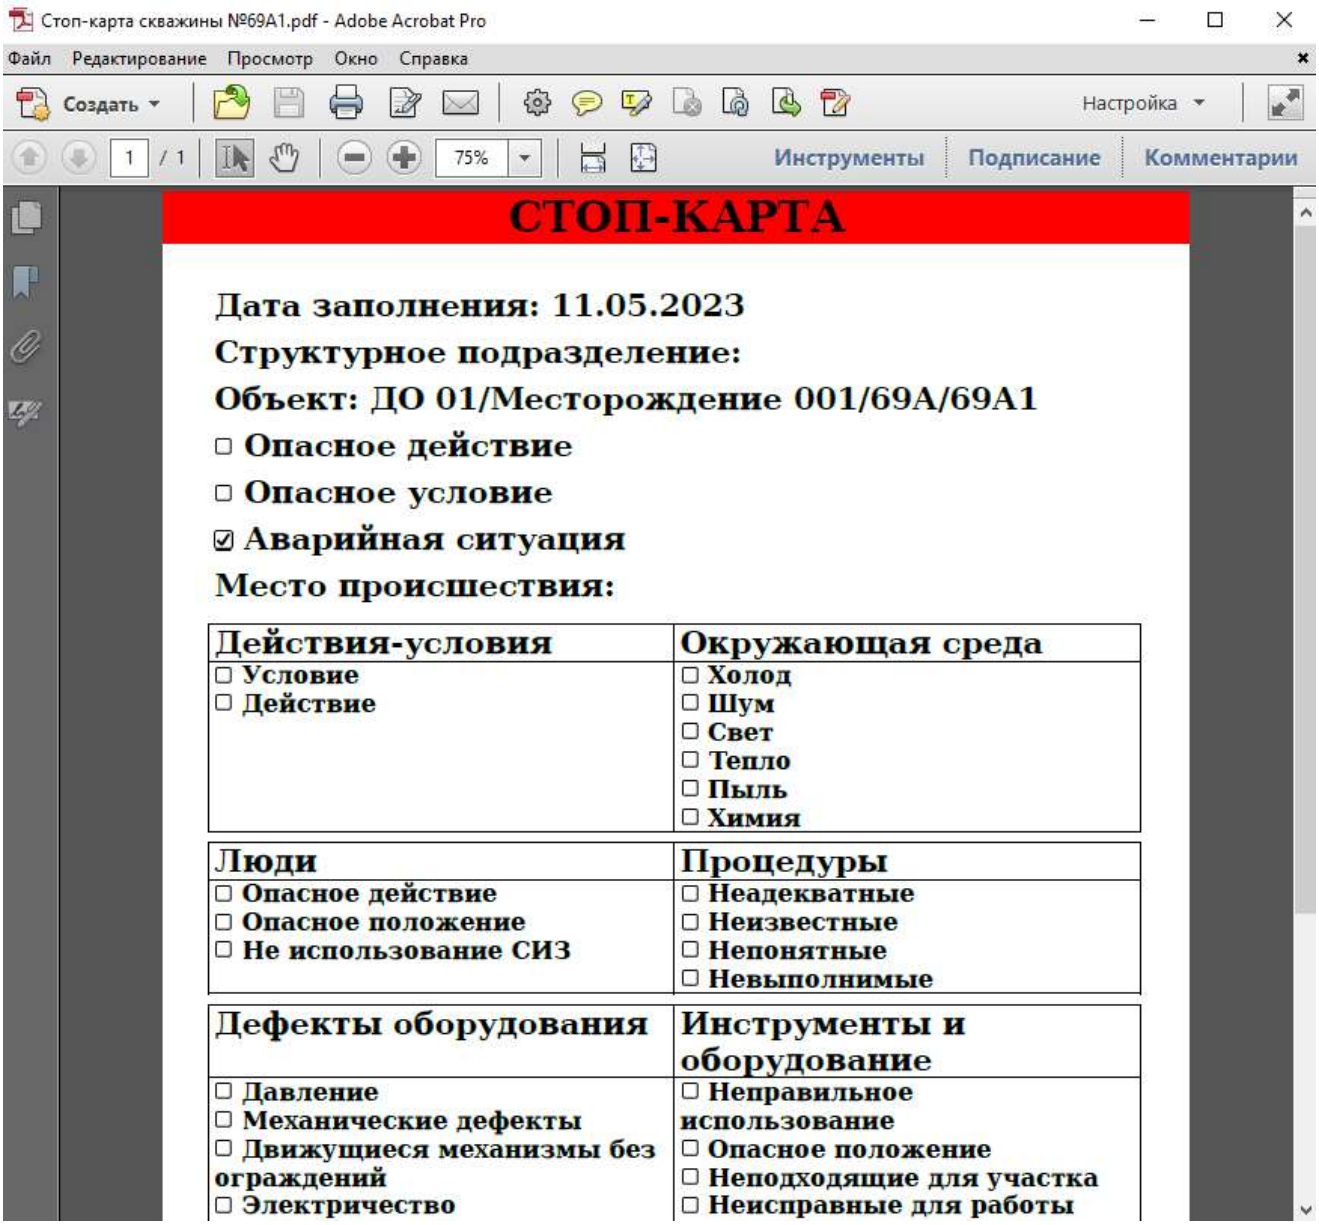

Рис. 3.248
- экспорт в pdf. Кнопка доступна только для стоп-карт и после сохранения изменений. По нажатию на кнопку открывается диалог запроса действия на сохранение или открытие выделенной стоп-карты. Вид открытой стоп-карты в формате *pdf представлен на рис. 3.248.